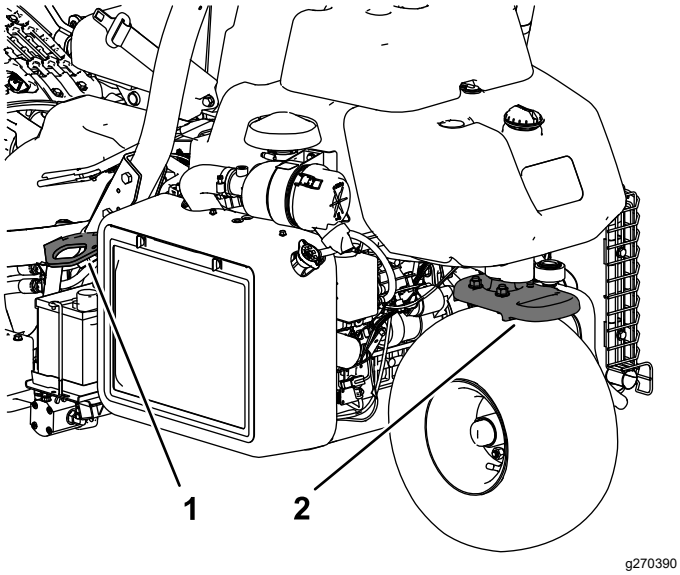

**Figur 26**
- Fastgør maskinen med stropper, kæder, kabler eller reb. Både den forreste og bageste strop bør føres ned og udad fra maskinen (Figur 26).